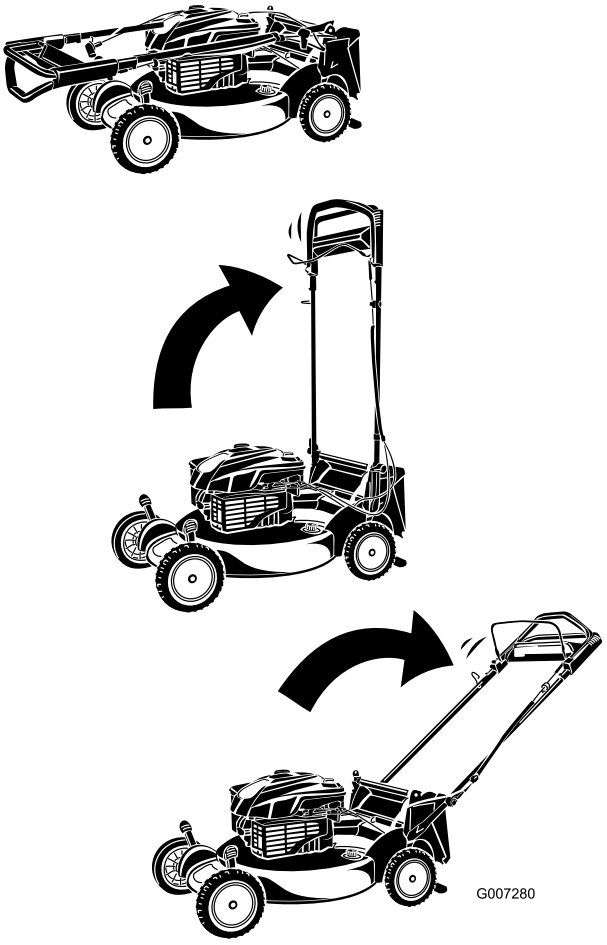

**Figura 4**
3. Fate ruotare la stegola indietro (Figura 4).